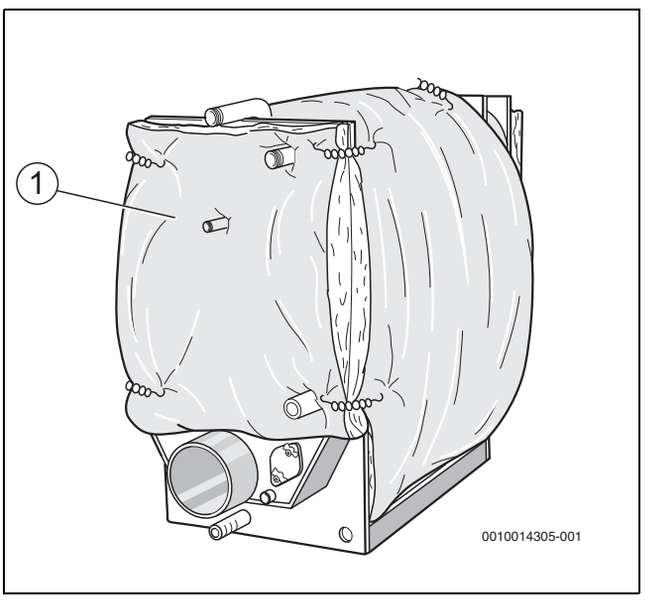

Bild 11 Rückwand-Wärmeschutz anlegen und befestigen
- ▶ Rückwand-Wärmeschutz [1] (→ Bild 11, Seite 20) entsprechend den Aussparungen an die Kesselrückwand anlegen und rechts und links an der umlaufenden Wärmeschutzmatte mit 4 Spannfedern befestigen.